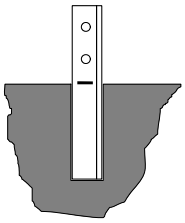
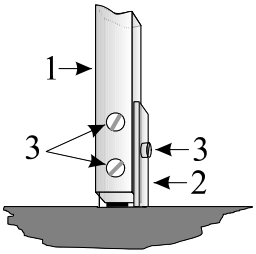

Рис. 10.11
Рис. 10.12
10.2.1 Выполнить работы аналогичные изложенным в п.п. 10.1.1 и 10.1.2. Произвести разметку рубежа с интервалом ~4…5 метров, в местах разметки выкопать углубления размером 300×300×600. Установить в углубления держатели (из КМЧ4) под углом 90° к поверхности земли, оставляя на поверхности видимую часть держателя высотой ~0,3 или 0,5 м по разделительной метке, и залить углубление бетоном или раствором в соответствии с рис.10.11. После затвердевания раствора прикрепить стойки 1 к держателям 2 с помощью винтов (болтов) 3 в соответствии с рис. 10.12.